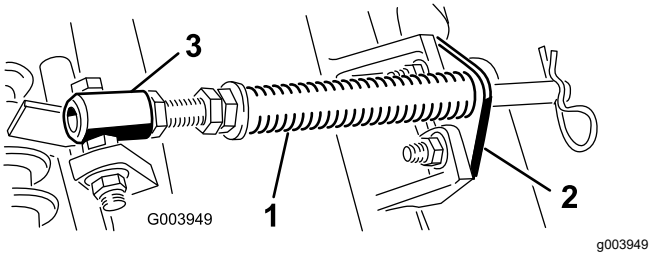

Figur 4
1. Fjern de to bræddebolte og møtrikker, der fastholder stangbeslaget på klippeenhedens tapper (Figur 4).
2. Fjern den flangemøtrik, der fastgør fjederrørets bolt på bærerrammens tap (Figur 4), og fjern enheden.
Bemærk: Placer boltens hoved på tappens udvendige side som vist i Figur 4.